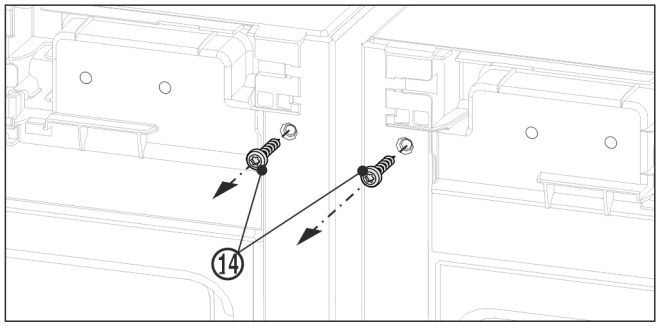

Fig. 12
- ▶ Before fitting the top bracket remove both earthing screws *Fig. 12 (14)*.